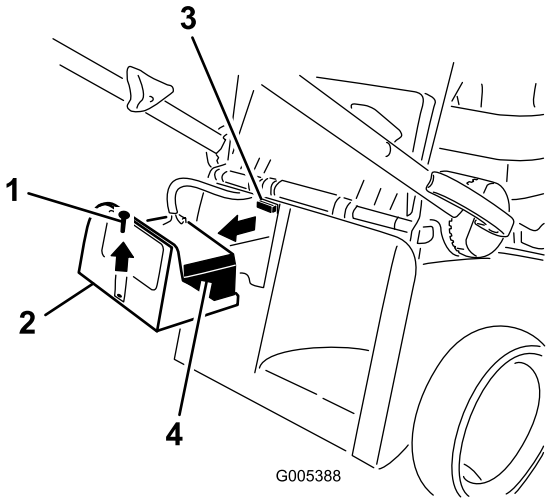

Figur 8
1. Fjern batteridekselet og batteriet, og finn sikringsholderen (Figur 8).